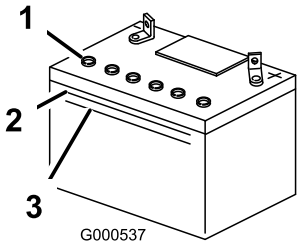

**Figur 43**
1. Titta på sidan av batteriet. Elektrolyten måste nå upp till den **övre** linjen (Figur 43). Låt inte elektrolyten sjunka under den nedre linjen (Figur 43).
3. Ta bort luftarlocken från batteriet (Figur 43).
4. Häll långsamt destillerat vatten i varje battericell tills elektrolytnivån når upp till batterilådans övre linje (Figur 43).
5. Vänta 5 till 10 minuter efter att battericellerna fyllts på. Häll destillerat vatten, om det behövs, i varje battericell tills elektrolytnivån är vid batterilådans övre linje (Figur 43).